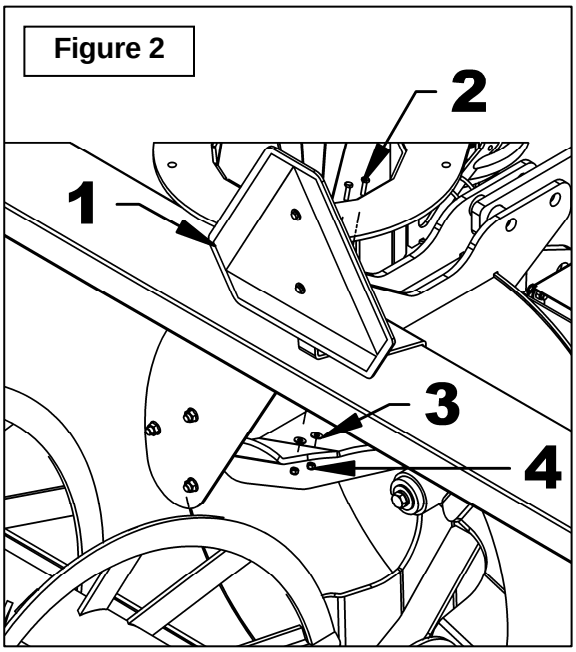

Figure 2
2. **Figure 2:** Reinstall the support of the SMV sign (item 1) on the snowblower, as shown in figure, with the two 1/4"NC x 1" bolts, flat washers and nylon insert lock nuts (items 2-3-4).